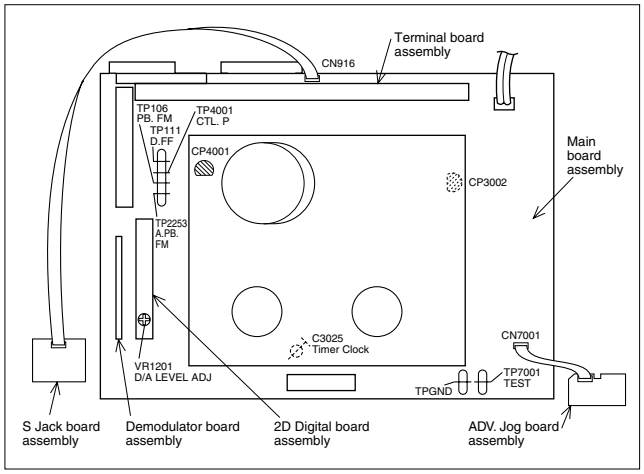

Fig. 1-4-1a
(1) Refer to the disassembly procedure and perform the disassembly of the major parts before removing the Drum assembly.
(2) Lower the cassette holder to prepare for the removal of the Mechanism assembly screws. (Refer to the "Procedures for lowering the Cassette holder assembly" of 1.3 Disassembly/assembly method.)
(3) Remove the combined Mechanism and Main board assemblies.
(4) Connect the wires and connectors of the major parts that have been removed in step (1). (Refer to Fig.1-4-1a.)
(5) Place the combined Mechanism and Main board assemblies upside down.
(6) Insert the power cord plug into the power outlet and then proceed with the diagnostics and servicing of the board assembly.